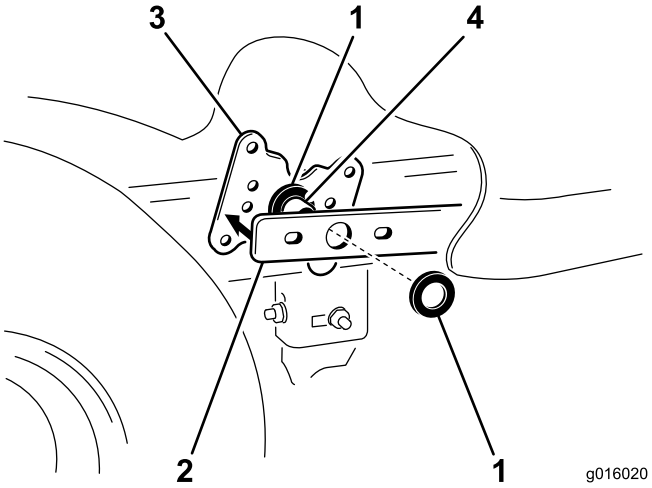

Bild 3
4. Setzen Sie eine Druckscheibe über die Schwenkstange am Hubhebel (Bild 3). Montieren Sie den Hubarm und die Scheibe wieder an der Vorderseite des